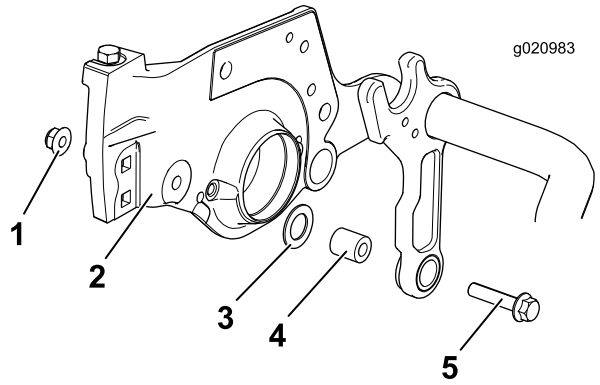

図 4
4. 既存のナット、平ワッシャ、スペーサを取り外し、スペーサは廃棄するが、ナットと平ワッシャは手元に残す（図 4）。